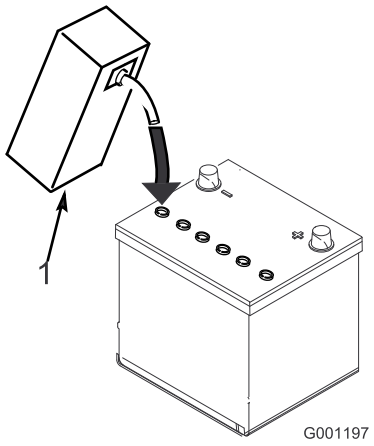

Figur 10
3. Fyll hver celle forsiktig med elektrolytt til platene er dekket med ca. 6 mm væske (Figur 10).
Merk: Etterfyll etter behov for å holde elektrolyttnivået på ca. 6 mm fra bunnen av påfyllingsbrønnen (Figur 10).